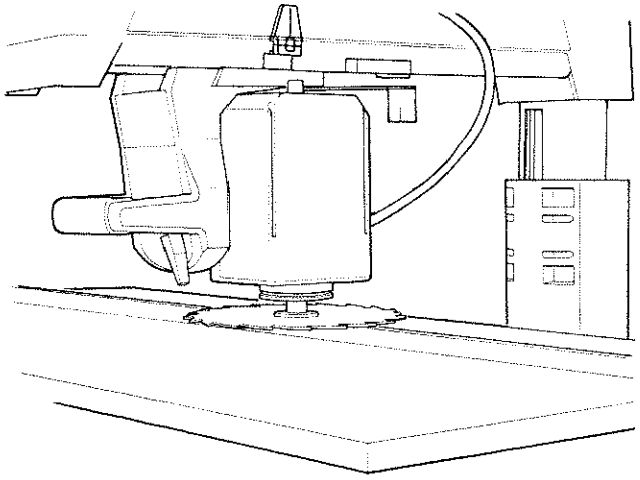

Fig. 68
3. Unlock the *bevel lock,* and turn the *motor* so that the *blade* is parallel to the *table.* (Figure 68)